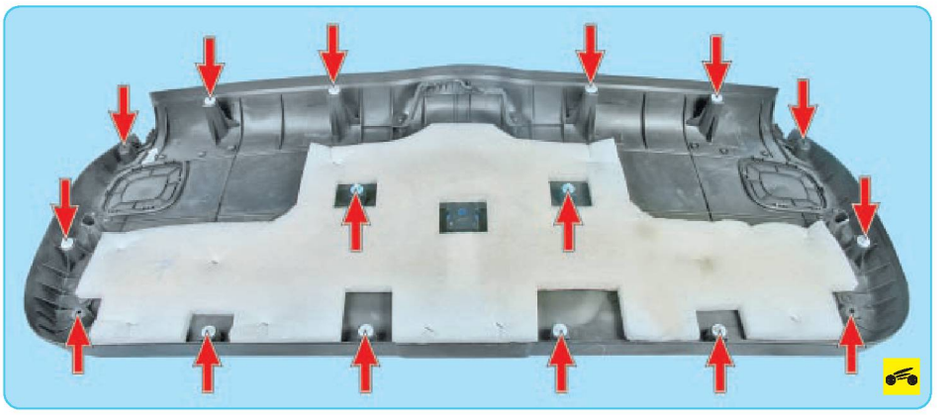

Рис. 11.7. Расположение пистонов крепления нижней облицовки двери задка (вид с внутренней стороны)
8. ...и, преодолевая сопротивление пистонов (рис. 11.7) крепления, снимите нижнюю облицовку.